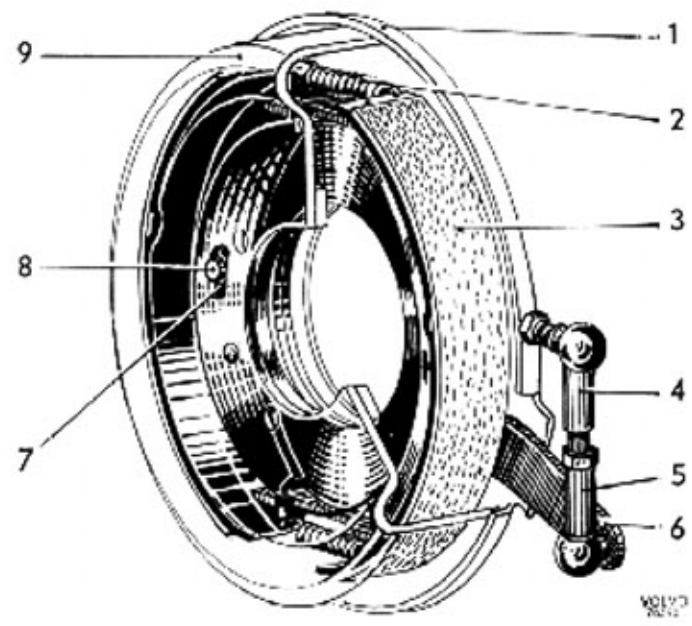

Bild 55-1. Handbroms
Handbromsen, bild 55-1 är av typ kardanbroms med bromsskölden fastsatt på fördelningsväxellådans bakkant. Den påverkas av bromsspaken medelst dragstänger och hävarm.
Någon justering av handbromsen i vanlig bemärkelse behöver ej utföras. Den enda justering som skall göras är av hävarmen. Detta sker genom att lossa och vrida kulleden (4), bild 55-1.